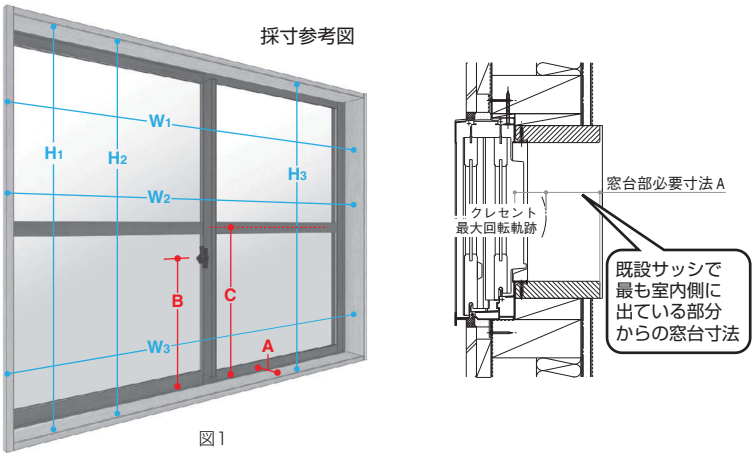

図1
■ 窓台（右頁図1のA部）の寸法をご確認ください。
■ 内窓取付部の基本寸法W、Hは最低3カ所（図1のW1～W3、H1～H3）で採寸し、最小値をW、Hとしてください。